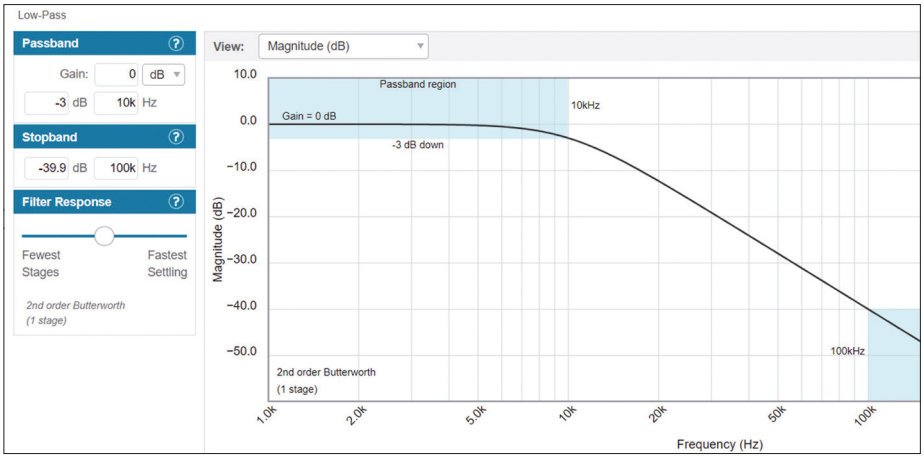

Figure 8.14 Second-order low-pass filter response.
- Make sure that the filter response shows Butterworth and click **Filter Response** (Figure 8.14).